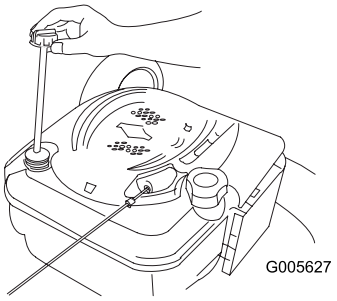

Figur 31
2. Fjern peilestaven (Figur 31).